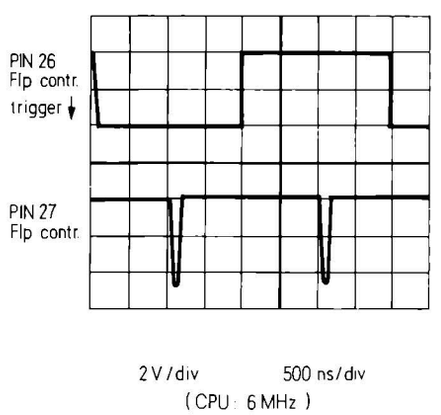

Bild 12. Oszillogramm der Daten und Takt-Signale
13. Dazu muß aber eine schon formatierte Diskette verwendet werden. Sie muß im Standard-IBM-Format Single-Dense formatiert sein. Solche Disketten werden z. B. von BASF im 10er-Pack über den Fachhandel geliefert*). Das Programm in Bild 10 wird gestartet. Es muß sich dann ein Oszillogramm ähnlich *Bild 11* ergeben. *Bild 12* zeigt ein Original-Oszillogramm. Die Lage des Taktes bezüglich positiv oder negativ ist dabei nicht wesentlich. Eine der beiden Takteinheiten muß jedoch immer in der Mitte des Taktes erscheinen. Mit den Trimmern kann die Lage nochmals korrigiert werden, so daß das Bild stabil ist.